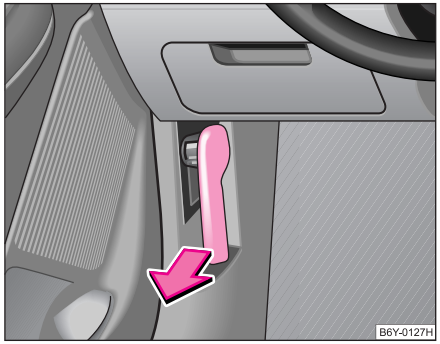

Fig. 134 Maneta de deblocare a capotei motorului
– Trageţi maneta de deblocare de sub bord, pe partea conducătorului ⇒ fig. 134.
– Deblocați capota motorului ⇒ pagina 181, fig. 134.